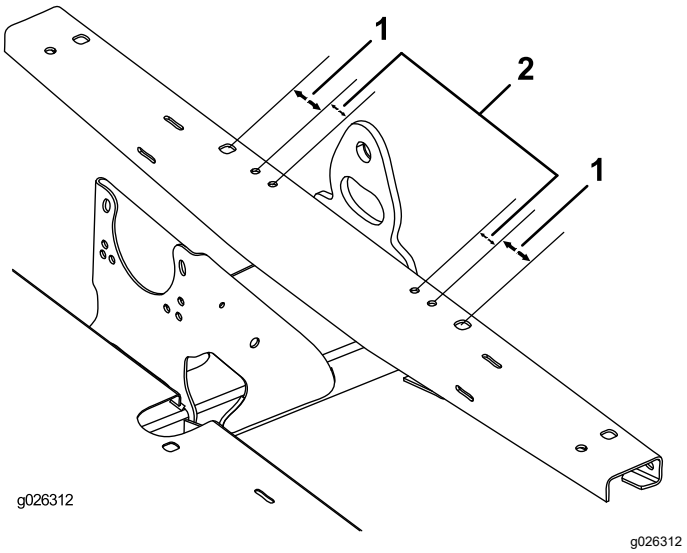

Figur 8
3. Använd måtten som visas i Figur 8 och lokalisera, markera och borra fyra hål (9,5 mm) överst i ramkanalen.